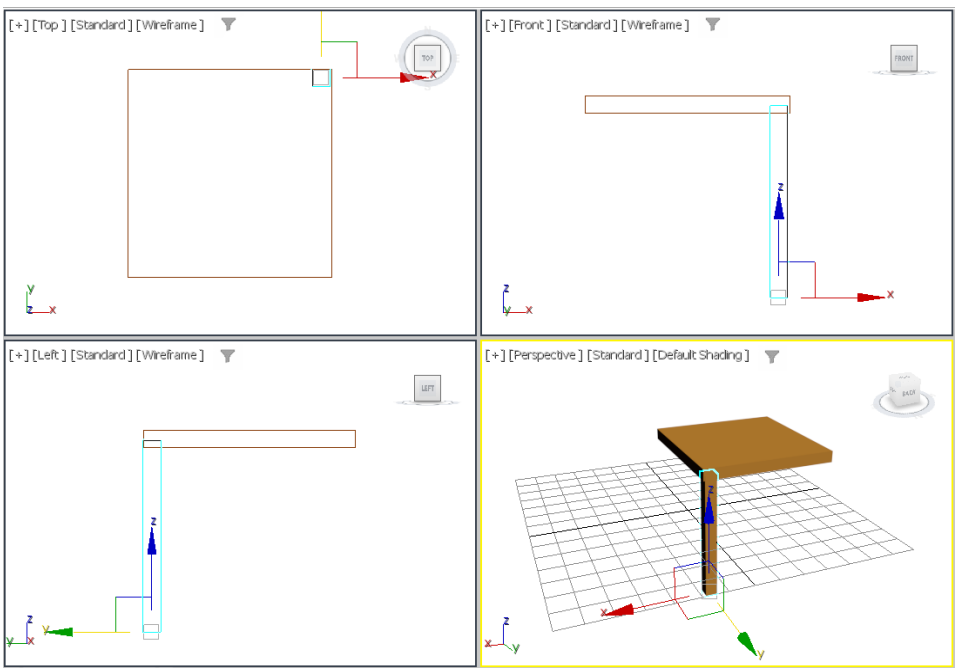

Figure 2-59 *Alignment of leg01 with base*
5. Rename the box as *leg01*. Next, align *leg01* with *base,* as shown in Figure 2-59.